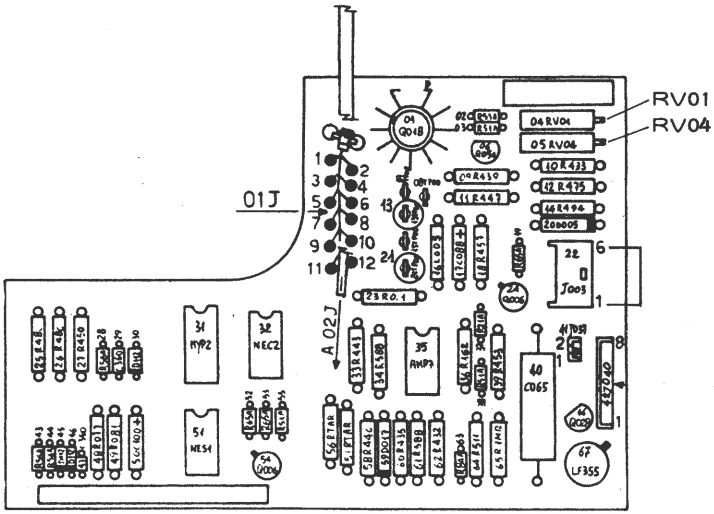

Fig. 2
- Predisporre il tester su = 10V e collegare i puntali ai test - point 13T000 (positivo) e 21TP00 (negativo) dalla piastra ATTU 6 (fig. 2).
- Agire sul potenziometro RV04 (fig. 2) della piastra ATTU 6 fino a portare l'indice del tester a 0V; dare ulteriori 5 giri al potenziometro verso sinistra (dopo tale regolazione il tester deve misurare una tensione di circa 2V).
- Togliere la ponticellatura eseguita sul connettore 22J003 (fig. 2).
- Agire sul potenziometro RV01 della piastra ATTU 6 fino a portare la velocità del disco nelle tolleranze previste (+ / - 5 %) (fig. 2).